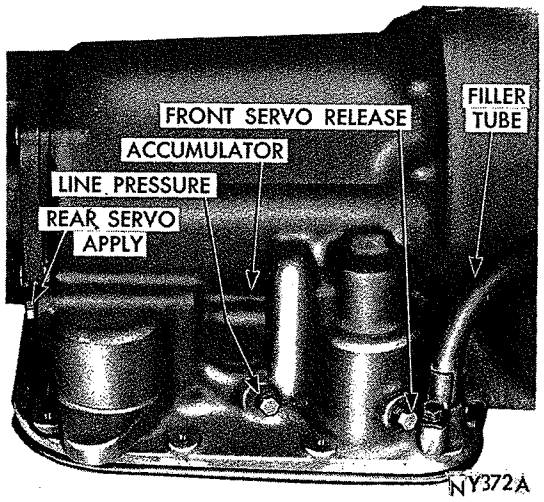

*Fig. 32—Pressure Test Locations (Right Side of Case)*
(1) Install an engine tachometer, raise vehicle on a hoist and position tachometer so it can be read under the vehicle.
(2) Connect two 0-100 psi pressure gauges, Tool C-3292 to pressure take-off-points at side of accumulator and at front servo release (Fig. 32).
(3) With control in D (drive) position, speed up engine slightly until transmission shifts into direct. (Front servo release will be pressurized in direct.) Reduce engine speed slowly to 1,000 rpm. Line pressure at this time (1,000 rpm) must be 54-60 psi, and front servo release pressure must not be more than 3 psi below the line pressure.
(4) Disconnect throttle linkage from transmission throttle lever and move throttle lever gradually to the full throttle position. Line pressure must rise to a maximum of 90-96 psi just before or at kickdown into low gear. Front servo release pressure must follow line pressure up to kickdown point and should not be more than 3 psi below line pressure.